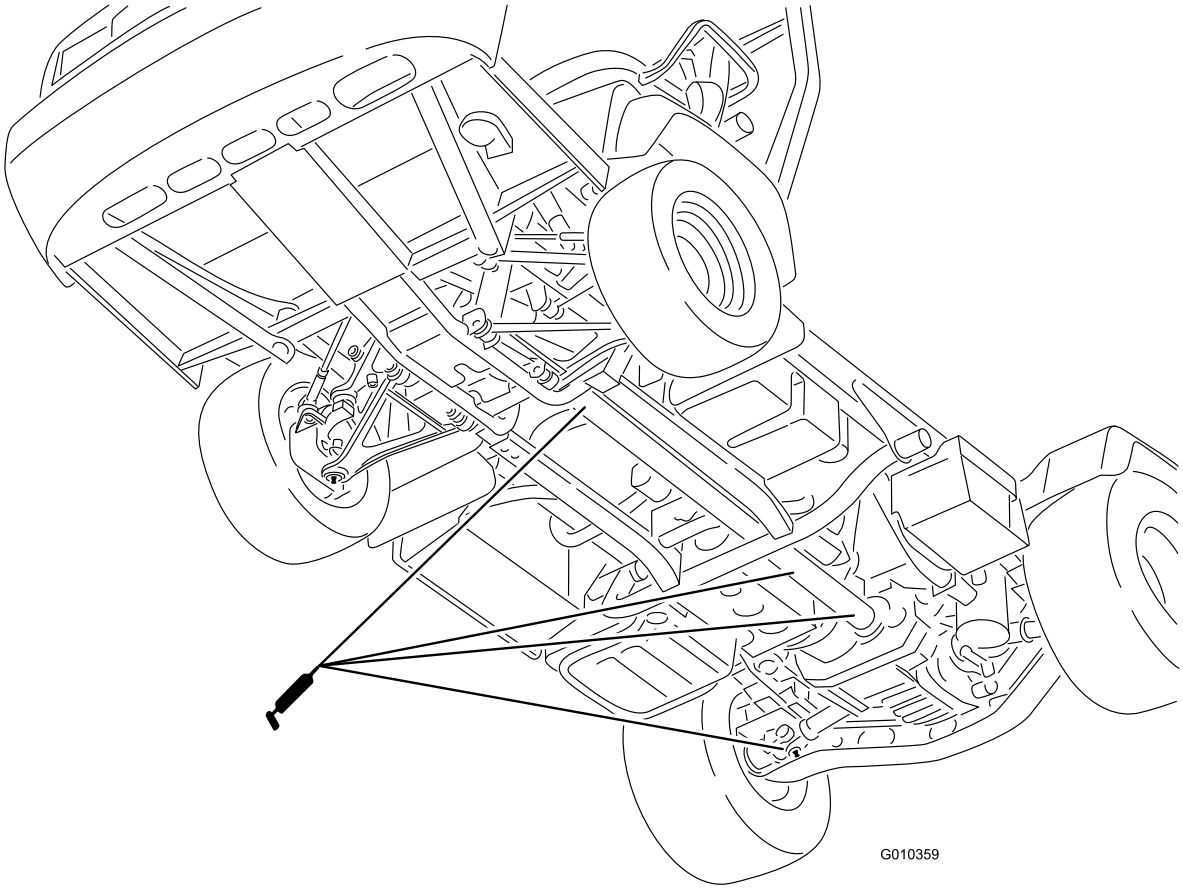

Figuur 39
- Kruiskoppeling (18) en as van 4WD (3) (Figuur 39)